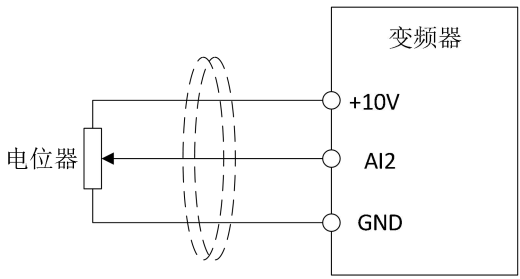

图 5-4-1 电压型接线示意图
注：①AI1 AI2 均支持 0-10V 电压型输入，见图 5-4-1
②图示中虚线为磁环，一般为铁氧体，可将导线通向穿过或同向绕 2-3 匝
③因模拟电压信号较弱易受干扰，一般需用屏蔽电缆，且配线距离尽量短，一般不可超过 20m